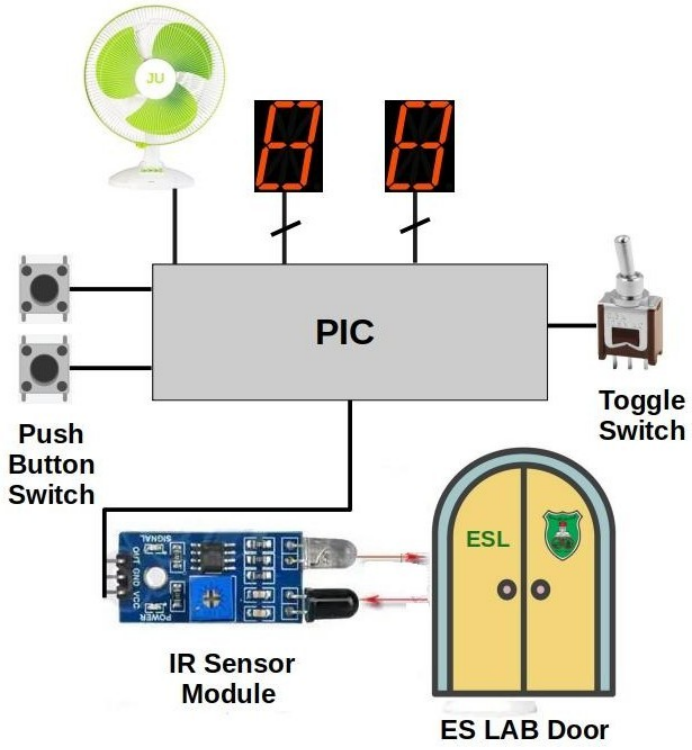
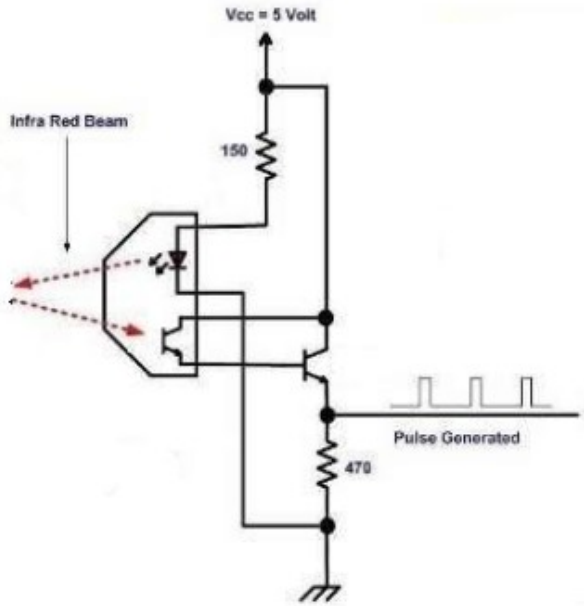

Figure 1: general setup.
Figure 2: basic idea of IR object detection.
An infra red (IR) sensor should be installed on the room's door and connected to the PIC microcontroller – see Figure 1. Once a person traverses the entrance (i.e. enters the room through its door) the IR sensor detects this event and signals it to the PIC microcontroller. The basic idea of IR object detection is illustrated in Figure 2. Once the PIC microcontroller detects an object, an object counter is incremented (i.e. N ← N+1). The speed of the motor which is already connected to the PIC microcontroller is then increased by an amount linearly proportional to the the count value.